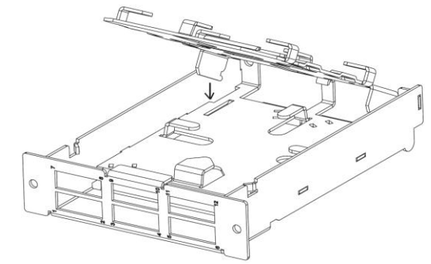

Figure 9
4.4 Insert splice deck into base by placing the rear tabs into the slots in the base and then lowering the front. (See Figure 9 & 10)